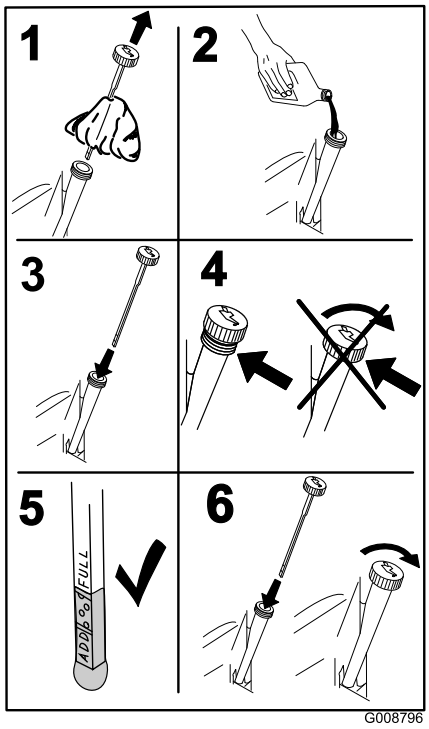

Figur 34
7. Häll långsamt ca 80 % av den angivna oljan i påfyllningsröret och tillsätt långsamt ytterligare olja tills den når markeringen **Full** (Figur 34).